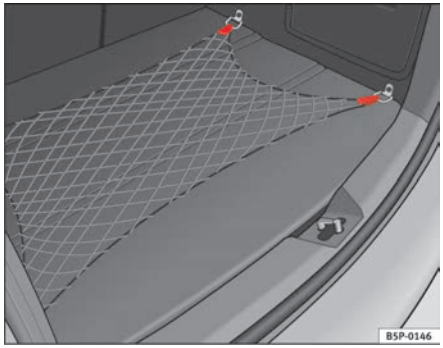

Fig. 108 Retaining net
– Use the fastening rings located on the side of the luggage compartment to attach the retaining net ⇒ fig. 108.